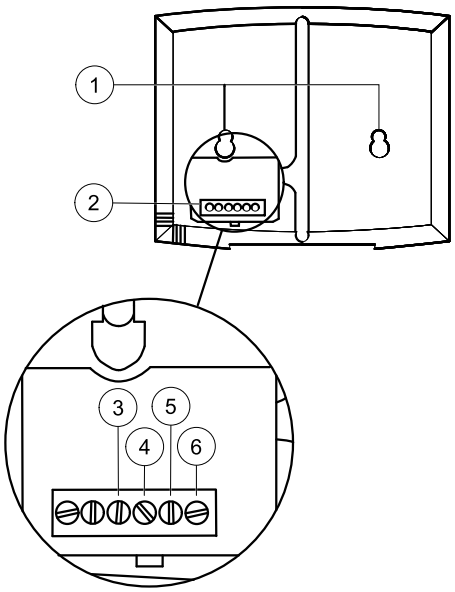

Fig. 14 Câblage du panneau de contrôle
Le panneau de contrôle est livré connecté au contrôleur Corrigo situé dans le coffret électrique. Le câble a une longueur de 10 m. Lorsque le panneau de contrôle doit être éloigné du câble de signal, il suffit de déconnecter les fils à l'arrière du panneau de contrôle de (figure 14).
2. Si nécessaire, percer deux trous dans le mur pour accrocher le panneau de commande (centre à centre : 60 mm) (pos. 1, figure 14).